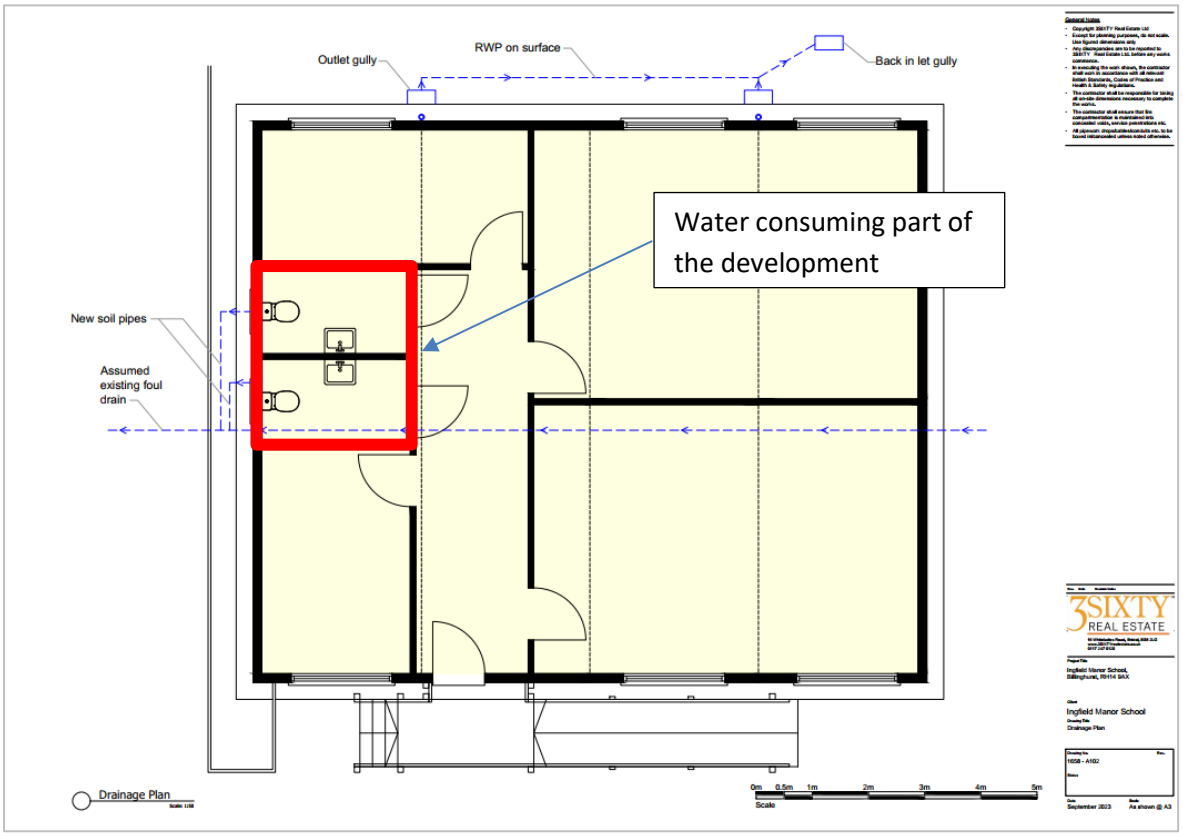

Figure 3: Classroom – plan view (source: 3Sixty Real Estate)
5. An elevation of the new classroom is shown in Figure 2 and a plan view in Figure 3.
6. In plan view, the classroom layout shown in Figure 3 has been annotated to show those parts of the development that will consume water. These are two toilets and two wash basins. In addition, there is a kitchenette with a wash basin.